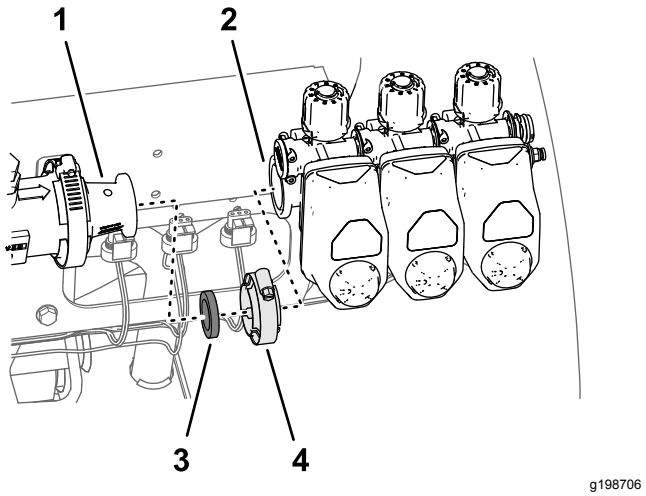

Rysunek 67
4. Wyjmij 3 zawory sekcji z maszyny (Rysunek 67).